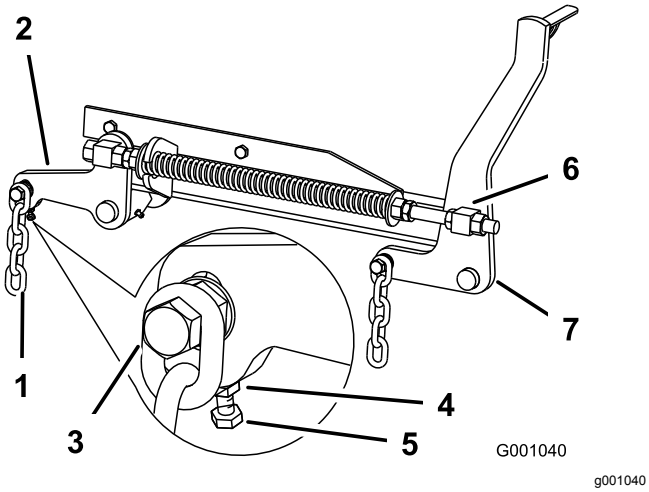

Figur 84
7. Hvis målingerne ved position **B** eller **C** ikke er korrekte, skal du løsne den bolt, som fastgør bagkæden på den bageste støttearm (Figur 84).
8. Løsn kontramøtrikken under den bageste støttearm, og juster justeringsbolten for at opnå et mål på 80 til 83 mm. Se Figur 84.
7. Løsn de forreste drejeleds kontramøtrikker ved forenden af højre og venstre drejeled, ca. 13 mm (Figur 84).
8. Juster løftemøtrikkerne på maskinens venstre og højre side for at få en måling, der er 6 til 10 mm lavere forrest ved **A** end bagest ved **B** (Figur 84).